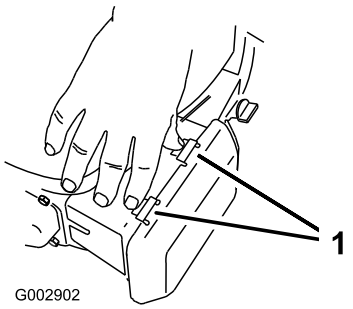

Figure 31
1. Press down on the latch tabs on top of the air cleaner cover (Figure 31).